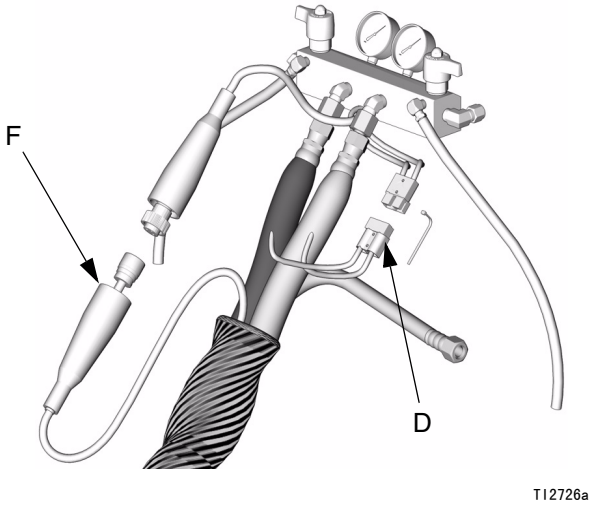

图 13. 加热管
3. 从 Reactor 上断开软管的电气连接器（ D ），图 13。
3. 从 Reactor 上断开 FTS 电缆（ F ），图 13。